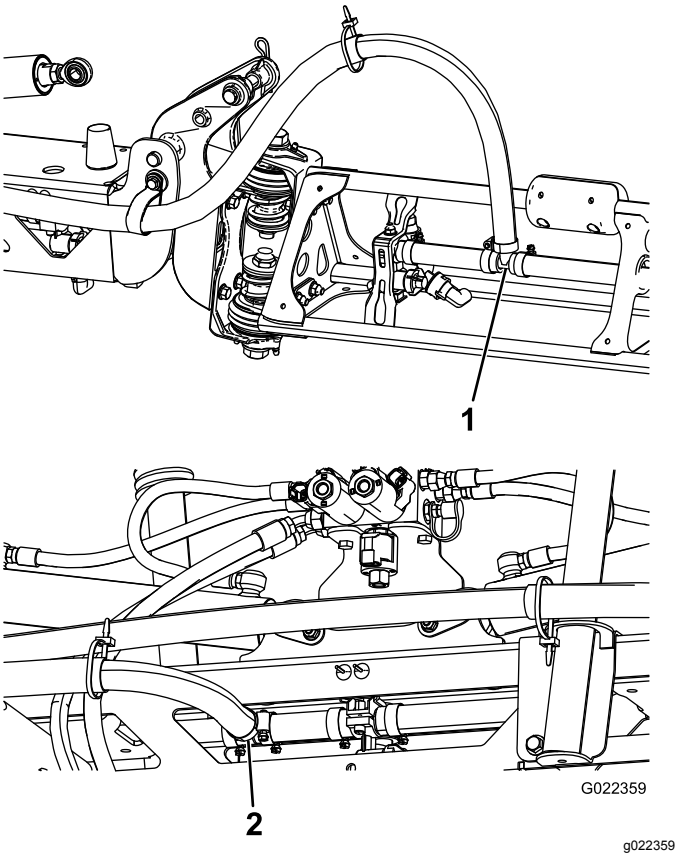

**Figur 24**
**Bemærk:** Kom flydende sæbe på slangens modhage ved T-stykkerne på begge forlængerbomme (Figur 24).
4. Kom flydende sæbe på slangens modhage ved den midterste boms T-stykke (Figur 24).
5. Før midterbomslangen som vist i Figur 24.
6. Forbind den midterste boms forsyningsslange med den indsæbede modhage, og fastgør den med en slangeklemme (Figur 24).